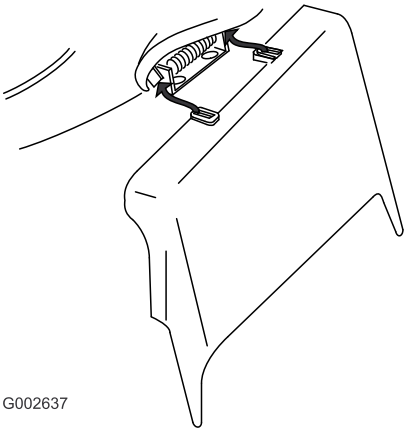

Figuur 34
3. Monteer de zijafvoer en sluit het deurtje op de tunnel (Figuur 34).